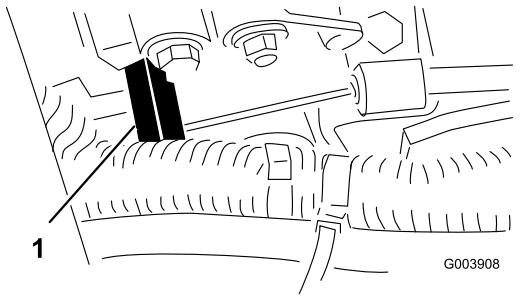

Figur 54
3. Hold indsprøjtningspumpens vippearm (Figur 54) mod det høje tomgangsstop, og spænd kablets monteringsskrue.